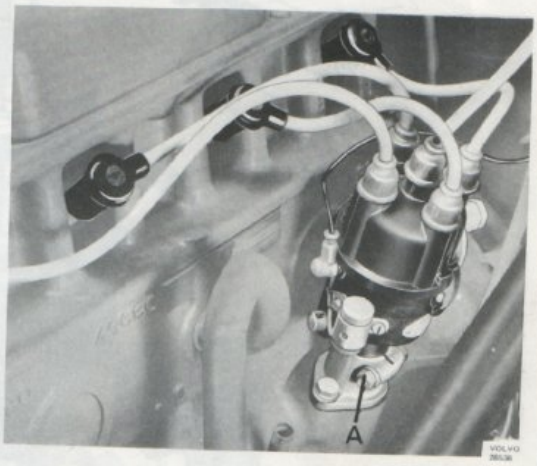

Bild 105. Fördelare
Fördelaren bild 105 är placerad på motorns vänstra sida och får sin drivning från kamaxeln.
5. Lossa muttern, A bild 105 och dra upp fördelaren.